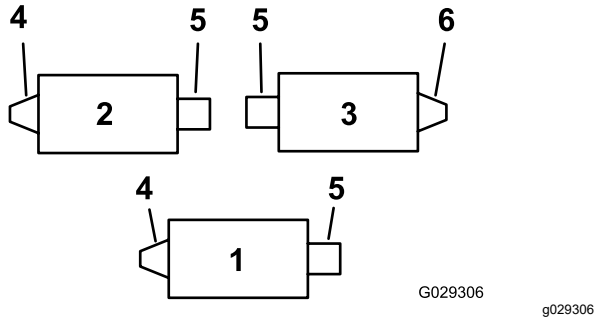
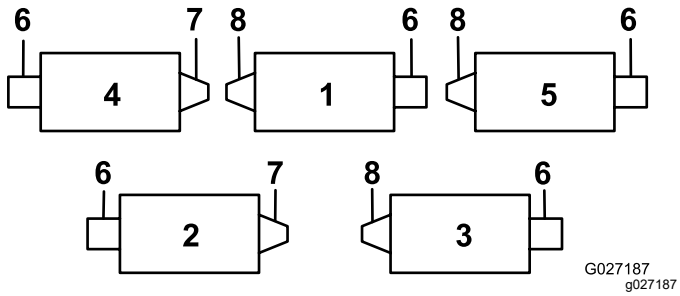
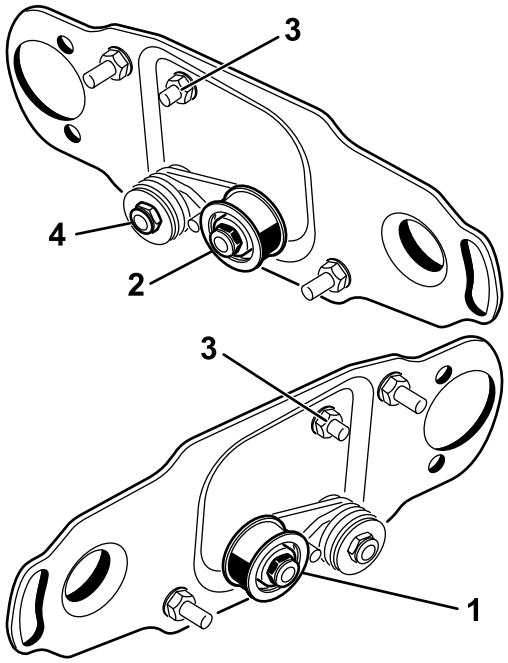

Figur 1
Figur 2
Figur 3
Brug Figur 1 til at finde frem til rullebørsternes og knivcylindermotorernes placering på en Reelmaster 3100-D-maskine og Figur 2 på en Reelmaster 7000-D-maskine.
Bemærk: Drev i højre side befinder sig på klippeenhed 3 på Reelmaster 3100 (Figur 1) og klippeenhed 2 og 4 på Reelmaster 7000 (Figur 2).
For bagrullebørstedrev i højre side (Figur 1 og Figur 2) skal styreremskiveenheden vendes, så den monteres i **højre ende** af klippeenheden (Figur 3) som følger:
1. Tag styreremskiveenheden af venstre ende af klippeenheden, og monter den i det nederste hul på børstepladen på klippeenhedens højre ende (Figur 3).
2. Fjern bræddebolten og møtrikken, og sæt dem i det øverste hul, hvor styreremskiveenheden sad før (Figur 3).